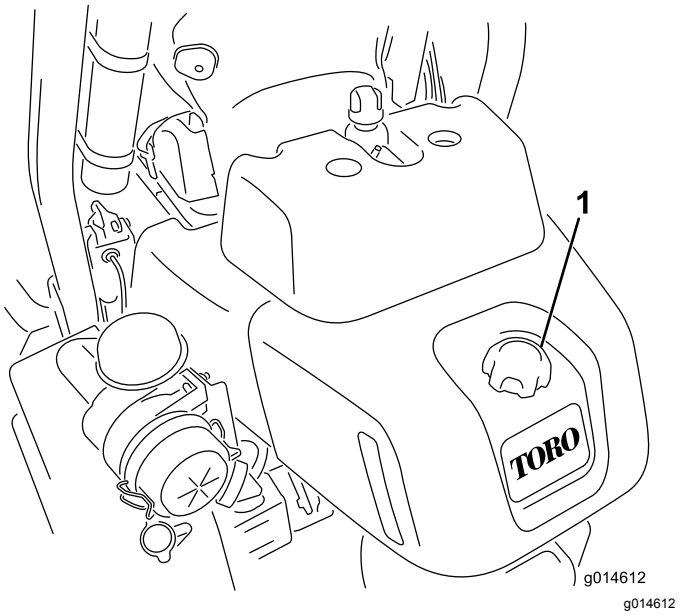

Рисунок 26
1. Очистите поверхность вокруг крышки топливного бака (Рисунок 26).